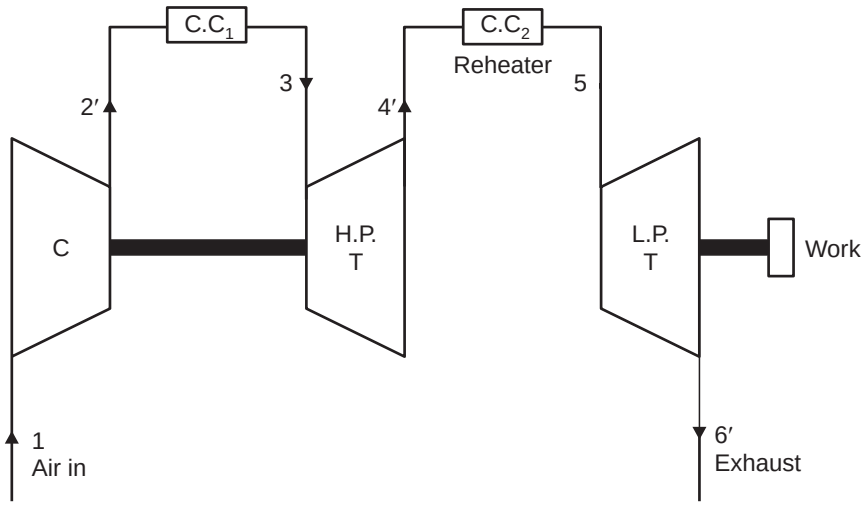
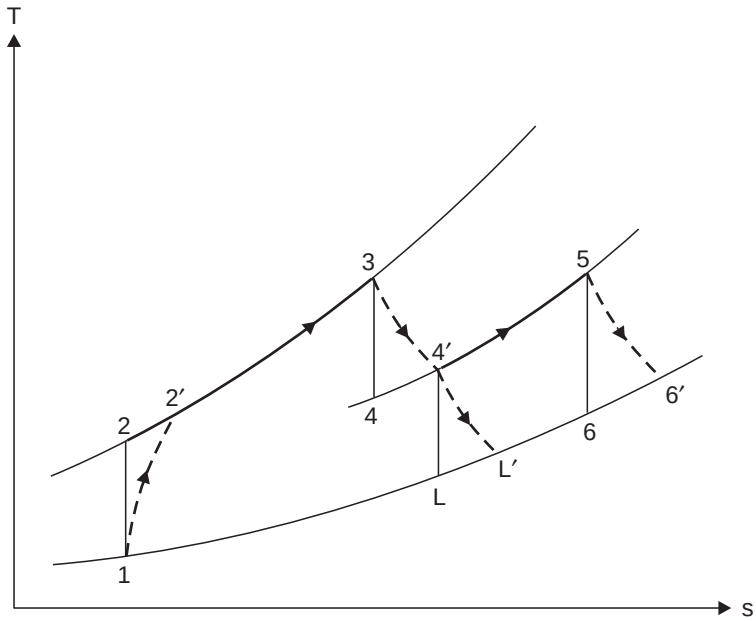

Fig. 13.39. Gas turbine with reheater.
Fig. 13.40. *T-s* diagram for the unit.
2. **Reheating.** The output of a gas turbine can be amply improved by expanding the gases in two stages with a *reheater* between the two as shown in Fig. 13.39. The H.P. turbine drives the compressor and the L.P. turbine provides the useful power output. The corresponding *T-s* diagram is shown in Fig. 13.40. The line 4′-*L*′ represents the expansion in the L.P. turbine if reheating is *not* employed.